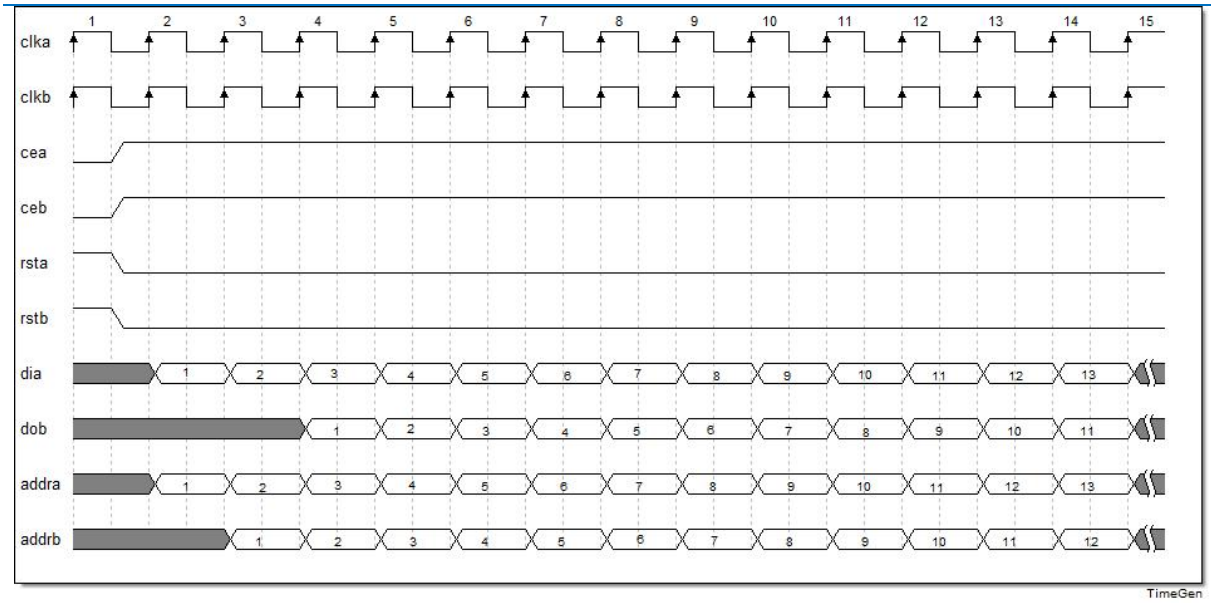

图 4-3 简单双口模式时序参考图
3. 简单双口模式(Simple Dual Port RAM)，图 4-3 为上述简单双口模式配置的时序参考图。